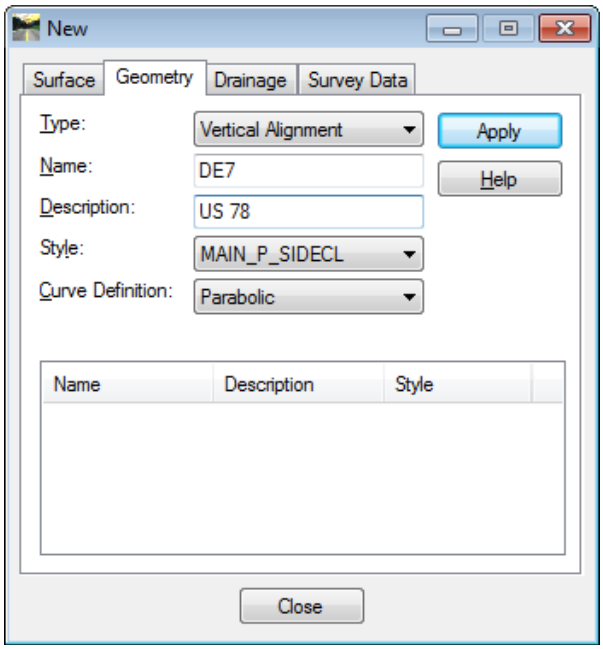

Figure L4-1 New
• Verify your entries match those shown in *Figure L4-1*.